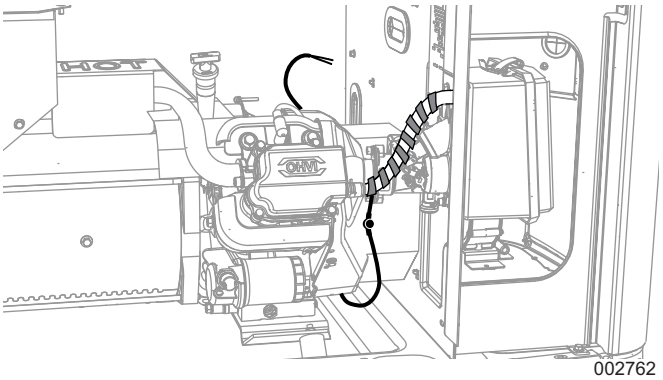

Рисунок 4. Прокладывание проводов обогревателя (9 кВт)
2. См. *Рисунок 4*. Проложите подводящие провода под двигателем и позади него, как показано на рисунке.